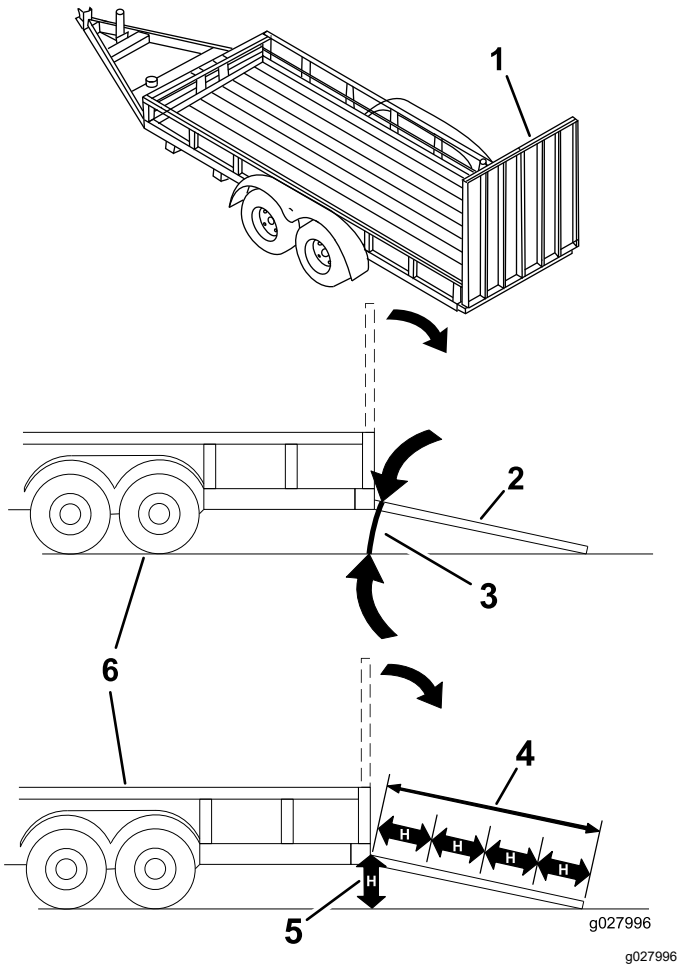

Figura 27
Colocar uma máquina num reboque ou camião aumenta a possibilidade de capotamento e pode provocar graves ferimentos ou morte (Figura 27).
3. Baixe a rampa, certificando-se de que o ângulo entre a rampa e o solo não é superior a 12 graus (Figura 27).
1. Baixe a rampa, certificando-se de que o ângulo entre a rampa e o solo não é superior a 12 graus (Figura 27).